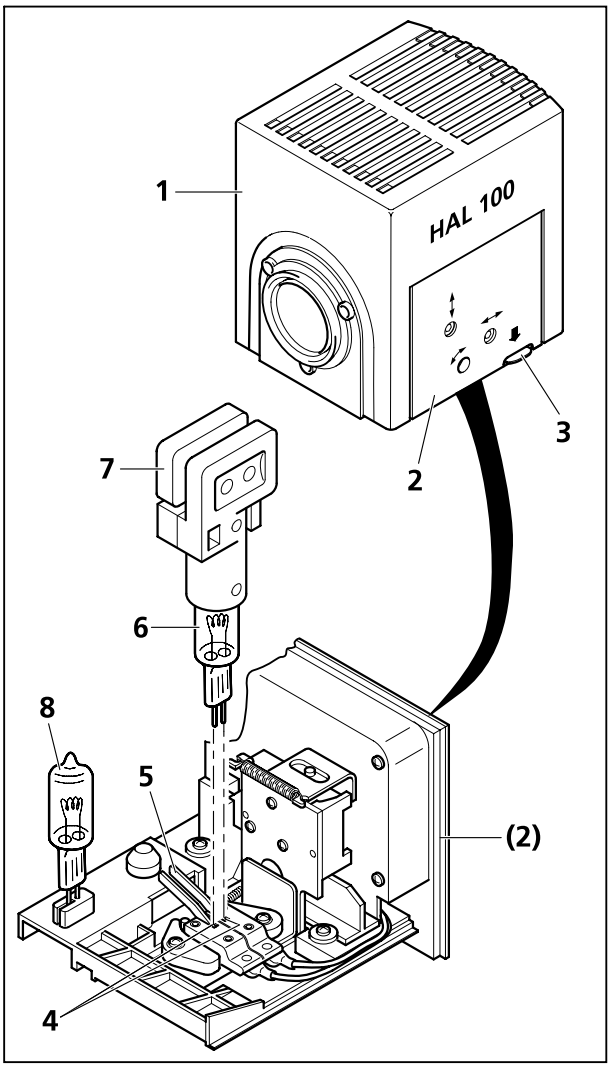

Bild 3-29 Halogenlampe wechseln
Zum Wechseln der Halogenlampe muss das Lampengehäuse nicht vom Stativ abgenommen werden. Das beiliegende Wechselwerkzeug (Bild 3-29/**7**) für die Halogenlampe während des Betriebs der Leuchte **nicht** im Lampengehäuse aufbewahren.
Die Ersatzlampe (Bild 3-29/**8**) kann aufgesteckt im Lampengehäuse verbleiben.
- Entriegelungstaste (Bild 3-29/**3**) der Halogenleuchte HAL 100 (Bild 3-29/**1**) nach unten drücken und Lampenträger (Bild 3-29/**2**) ganz herausziehen und separat abstellen.
- Beide Federhebel (Bild 3-29/**5**) nach unten drücken und alte Halogenlampe (Bild 3-29/**6**) nach oben herausziehen.
- Beide Federhebel nach unten drücken, neue Lampe in den Lampensockel (Bild 3-29/**4**) einsetzen, und Federhebel loslassen. Zum Halten/Anfassen der Halogenlampe nur das Wechselwerkzeug (Bild 3-29/**7**) benutzen, da Fettspuren auf der Halogenlampe die Lebensdauer beeinträchtigen können.